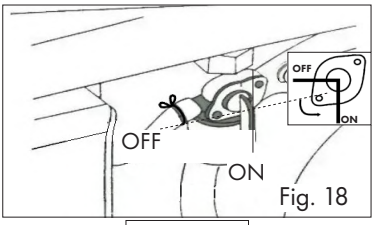

Fig. 18
4. Aprire il rubinetto del carburante, vedi fig. 18.
5. Posizionare l'interruttore di accensione/spegnimento (1) su ON.